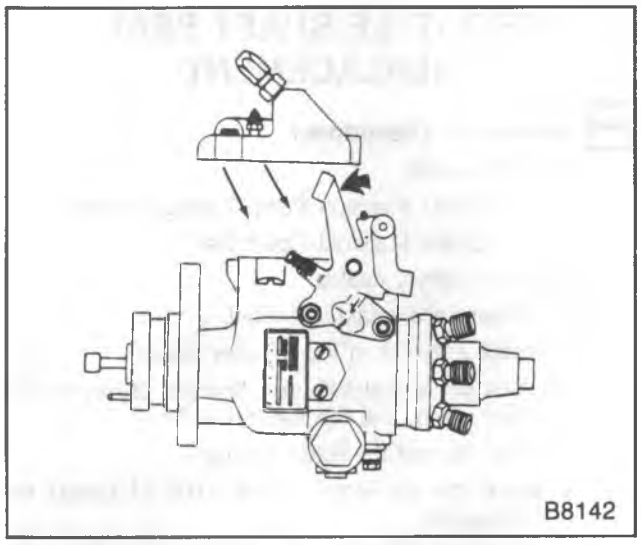

Figure 24—Installing the Injection Pump Cover
- Position the cover shaft about 6 mm (1/4-inch) forward (toward the shaft end) and about 3 mm (1/8-inch) above the pump (figure 24).
- Position the cover about 6 mm (1/4-inch) foreword (toward the shaft end) and about 3 mm (1/8-inch) above the pump (figure 24).